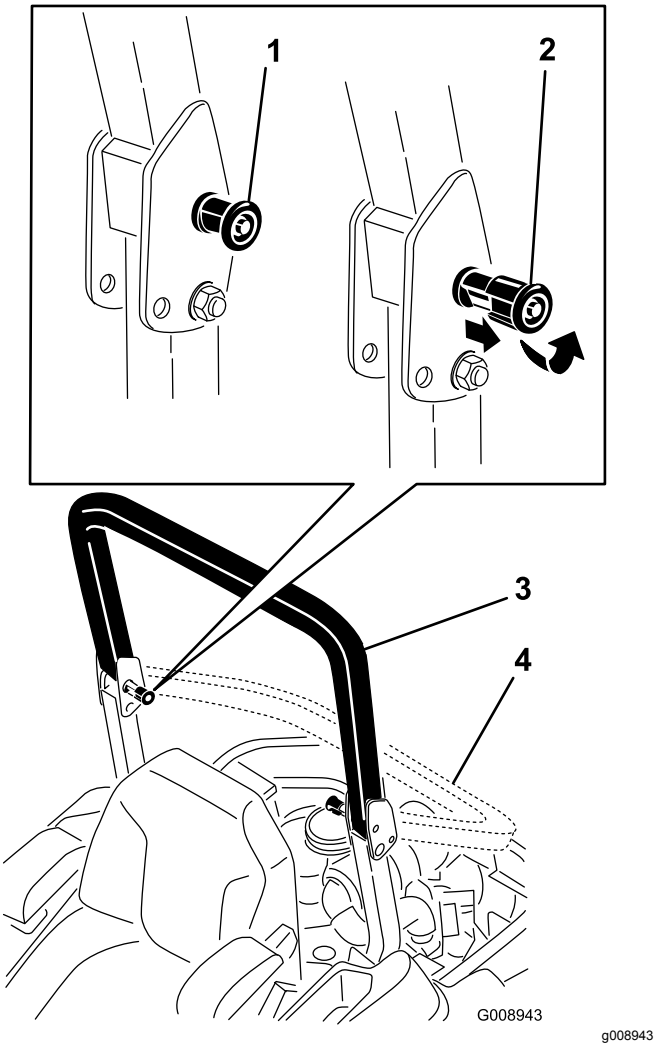

Figur 8
2. Dra ut båda rattarna och vrid dem 90° så att de kopplas ur (Figur 8).
3. Sänk ned störtbågen till nedfällt läge (Figur 8).
4. Fäll upp störtbågen genom att placera den i körläget och rotera rattarna så att de delvis glider in i skårorna (Figur 8).
5. Fäll upp störtbågen till det uppfällda läget samtidigt som du trycker på den övre störtbågen. Sprintarna snäpper på plats när de ligger i linje med hålen (Figur 8).